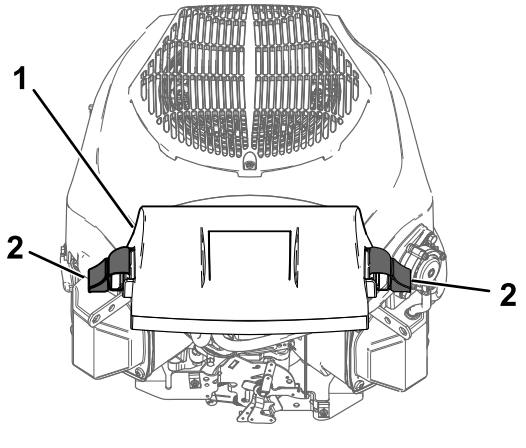

Rysunek 43
3. Załóż pokrywę i zamocuj ją za pomocą zatrzasków (Rysunek 43).